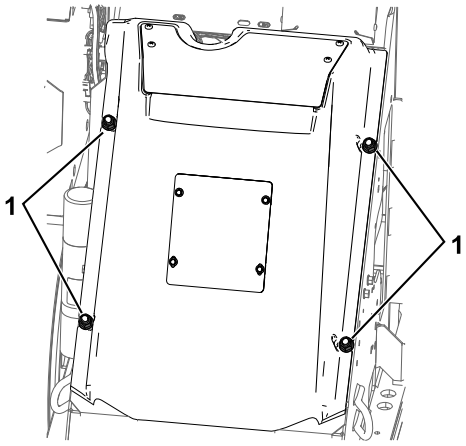

Rysunek 27
4. Poluzuj 4 nakrętki mocujące pokrywę maszyny (Rysunek 27).